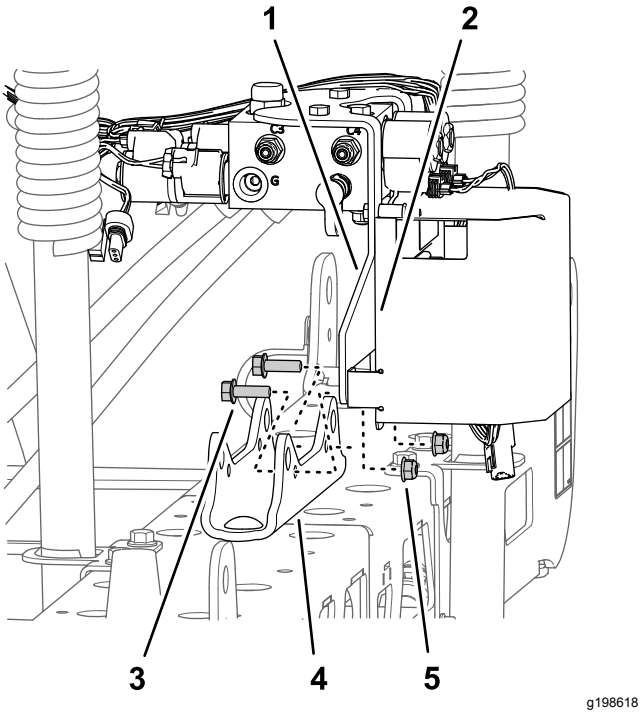

Figur 42
- **For maskiner med det valgfri ultrasoniske bomnivelleringssæt:** Afmonter de 2 flangelåsemøtrikker (5/16 tomme) og 2 flangehovedbolte (5/16 x 1 tomme), der fastgør sektionløftemanifoldens støttebeslag og TEC-styreenhedens beslag til cylinderbeslaget, og adskil manifolden og beslaget fra cylinderbeslaget (Figur 42).